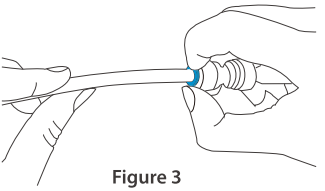

Figure 3
• Use your thumb and index finger to press down the lock sleeve. Use your other hand to pull out the tubing from the fitting. **(Figure 3)**